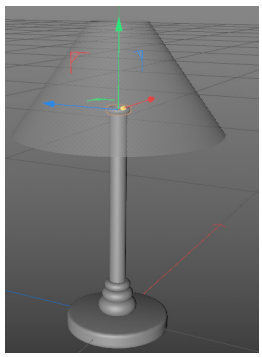

Figure 3-7(b) *The bodyconnect1 moved on the top of body*
10. In the Attribute Manager, choose the **Coord** button. Next, enter **209** in the **P . Y** spinner; *bodyconnect1* is moved on the top of *body,* refer to Figure 3-7(b).